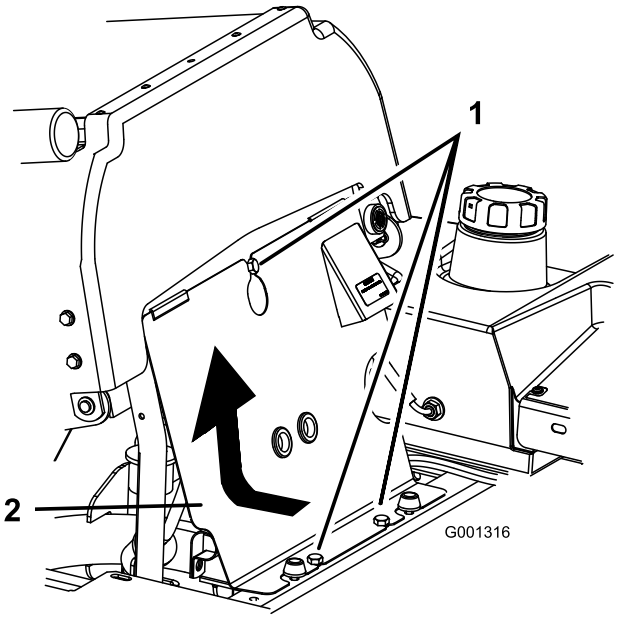

Figur 37
1. Vip sædet frem, løsn boltene, og fjern motorens frontpanel (Figur 37).